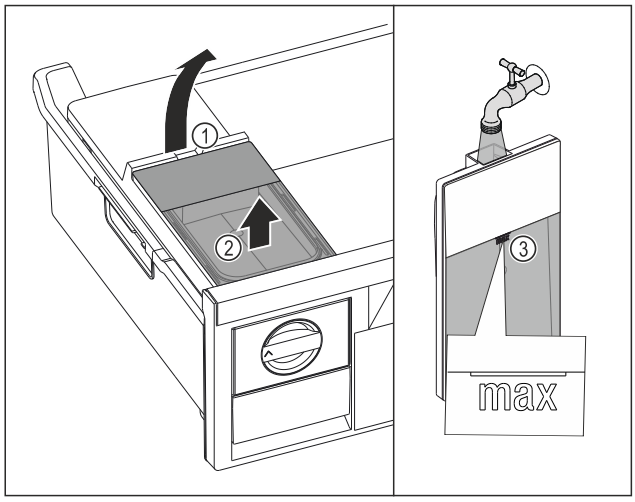

Fig. 110
- ▶ Поднимите бак для воды за выемку *Fig. 110 (1)*.
- ▶ Извлеките бак для воды движением вверх. *Fig. 110 (2)*
- ▶ Наполните бак для воды питьевой водой до отметки *Fig. 110 (3)*.